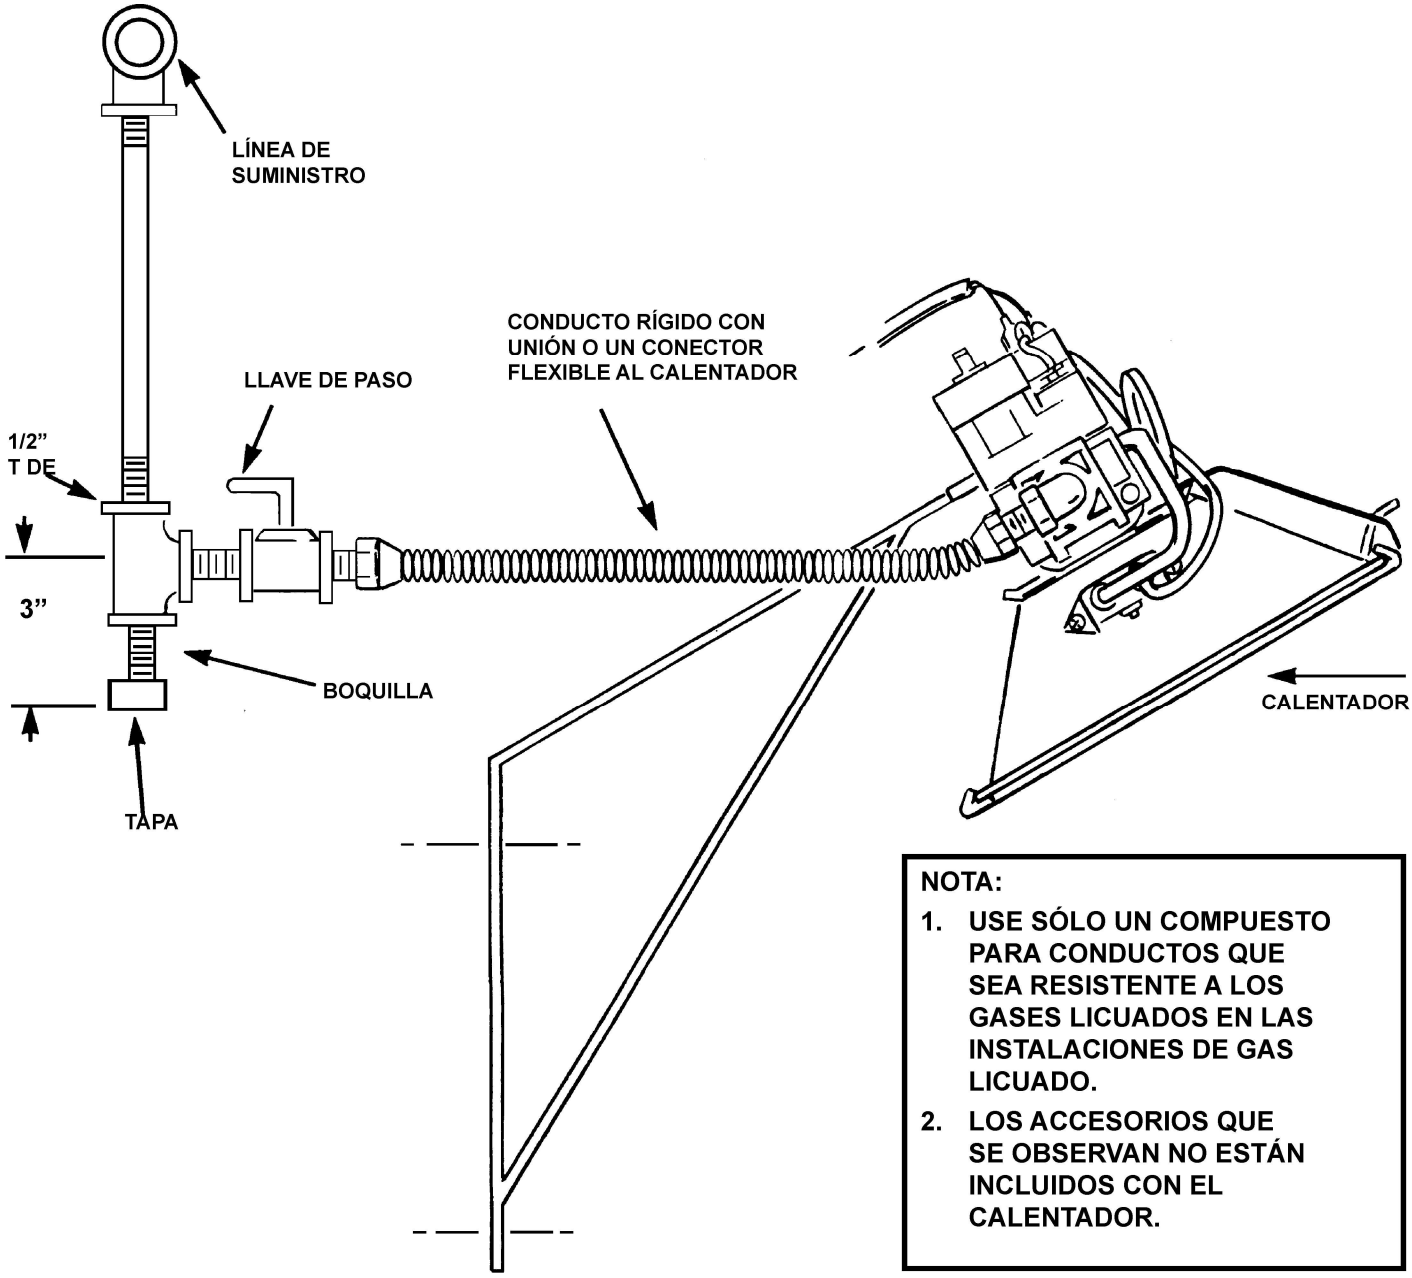

Figura 7. Instalación característica de los conductos
- En la línea que conduce a la válvula de gas, se debe instalar un separador de sedimentos que cumpla con los requisitos característicos de la Figura 7.